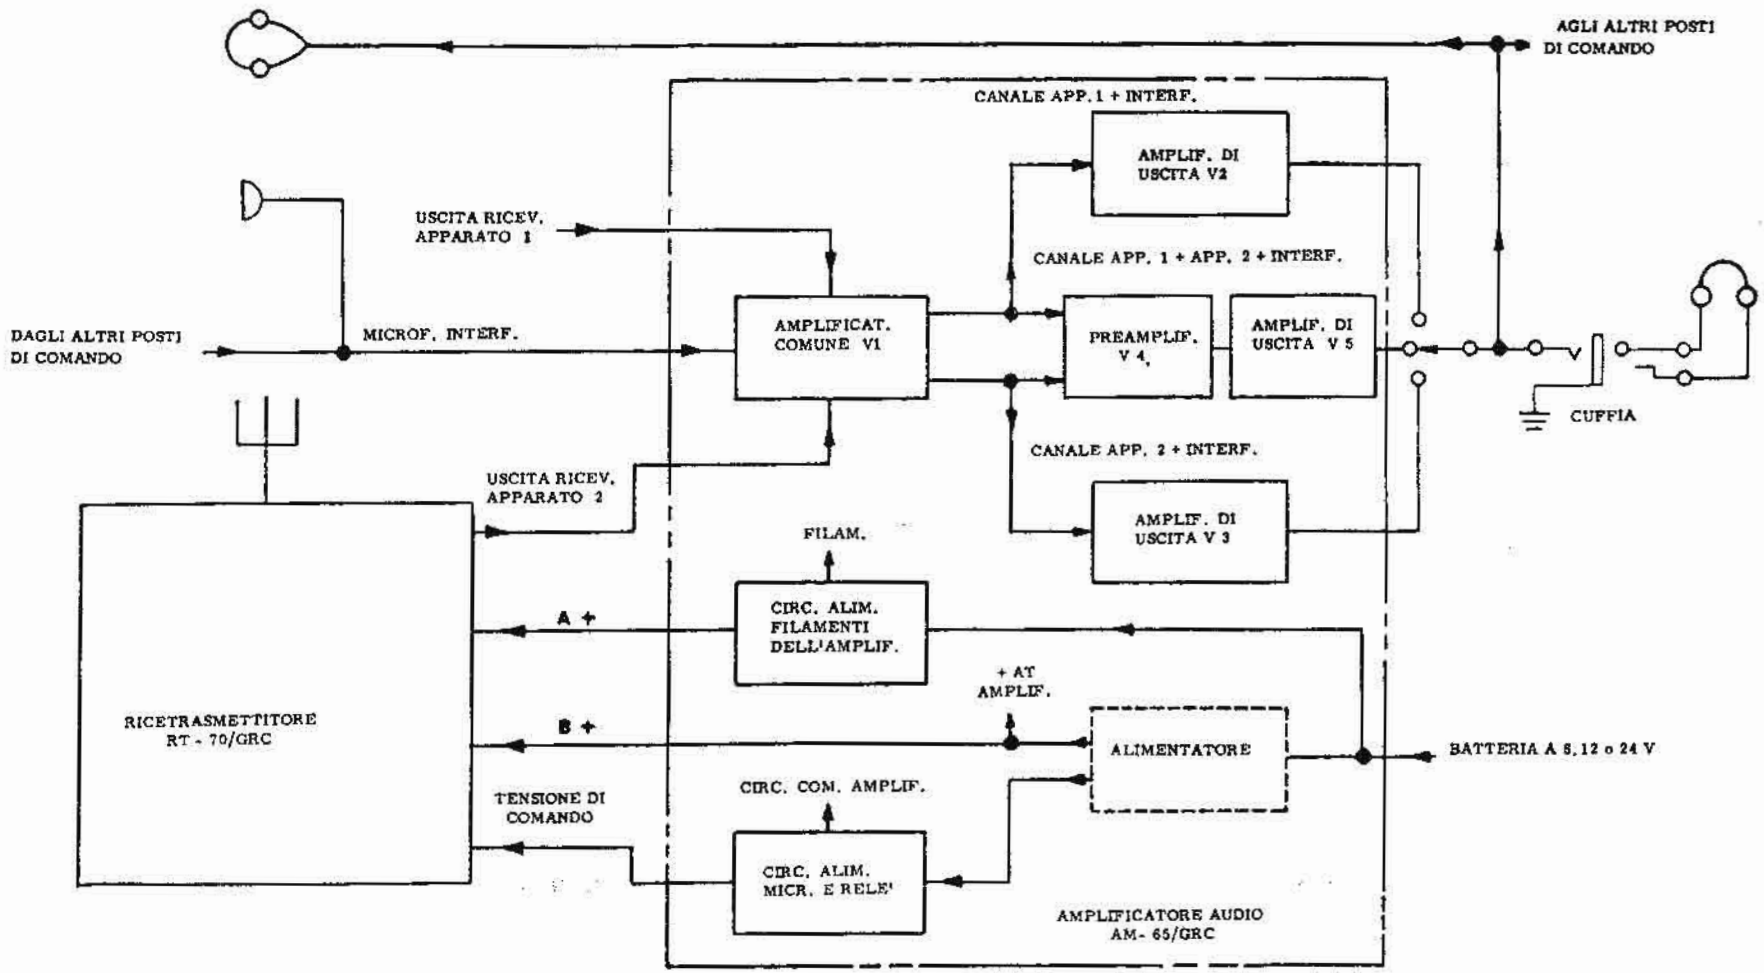

FIG. 2 - Schema a blocchi dell'Amplificatore facente parte di un Complesso.
### 4. Funzionamento come parte del complesso (fig. 2).
(1) *Circuiti di segnale.* I segnali vocali provenienti dal microfono, connesso direttamente all'amplificatore (fig. 2), o i segnali provenienti da uno qualunque dei posti di controllo, entrano nell'amplificatore comune e sono da questo amplificati.
Se nella figura 2, al punto contrassegnato da « uscita ricevitore apparato 1 » viene connesso uno dei ricetrasmettitori o uno dei ricevitori sopra elencati, lo schema a blocchi della fig. 2 diventa rappresentativo dei complessi radio AN/GRC-3....8.
(1) *Circuiti di segnale.* I segnali vocali provenienti dal microfono e dall'apparato 2 entrano nell'amplificatore e vengono portati sui 3 canali (fig. 2) come descritto nel precedente punto c (1).